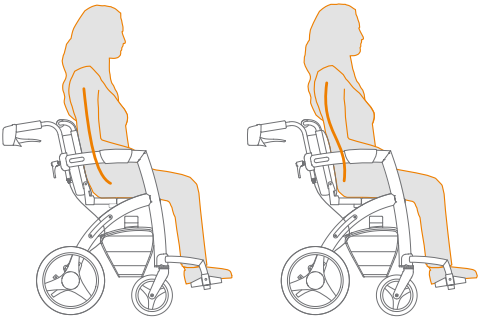

Figure 47: Before and after adjusting the back straps, on the right you see the correct sitting position.
f. Try out if the user can comfortably sit in a correct sitting position **(Figure 47)**.